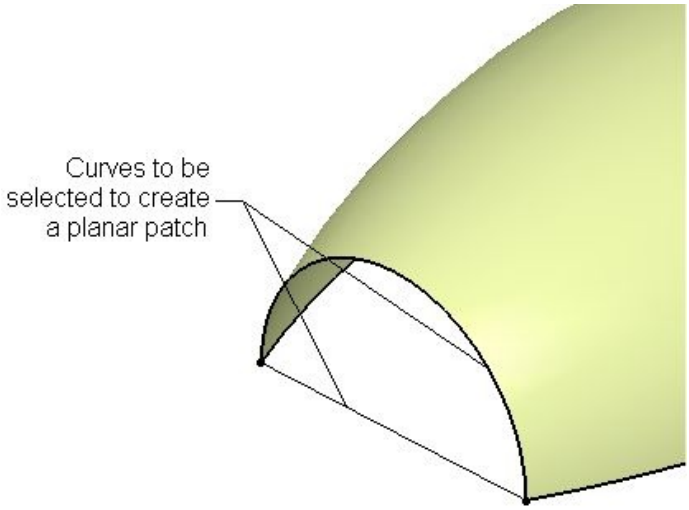
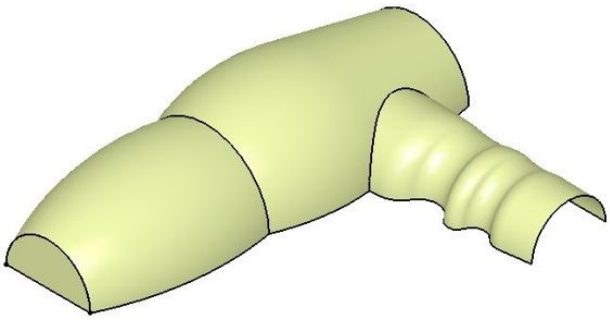

Figure 11-98 *Curves to be selected*
Figure 11-99 *Resulting filled surface*
5. Select the curves as shown in Figure 11-98 and choose the **OK** button from the **Fill Surface Definition** dialog box. Figure 11-99 shows the resulting filled surface.